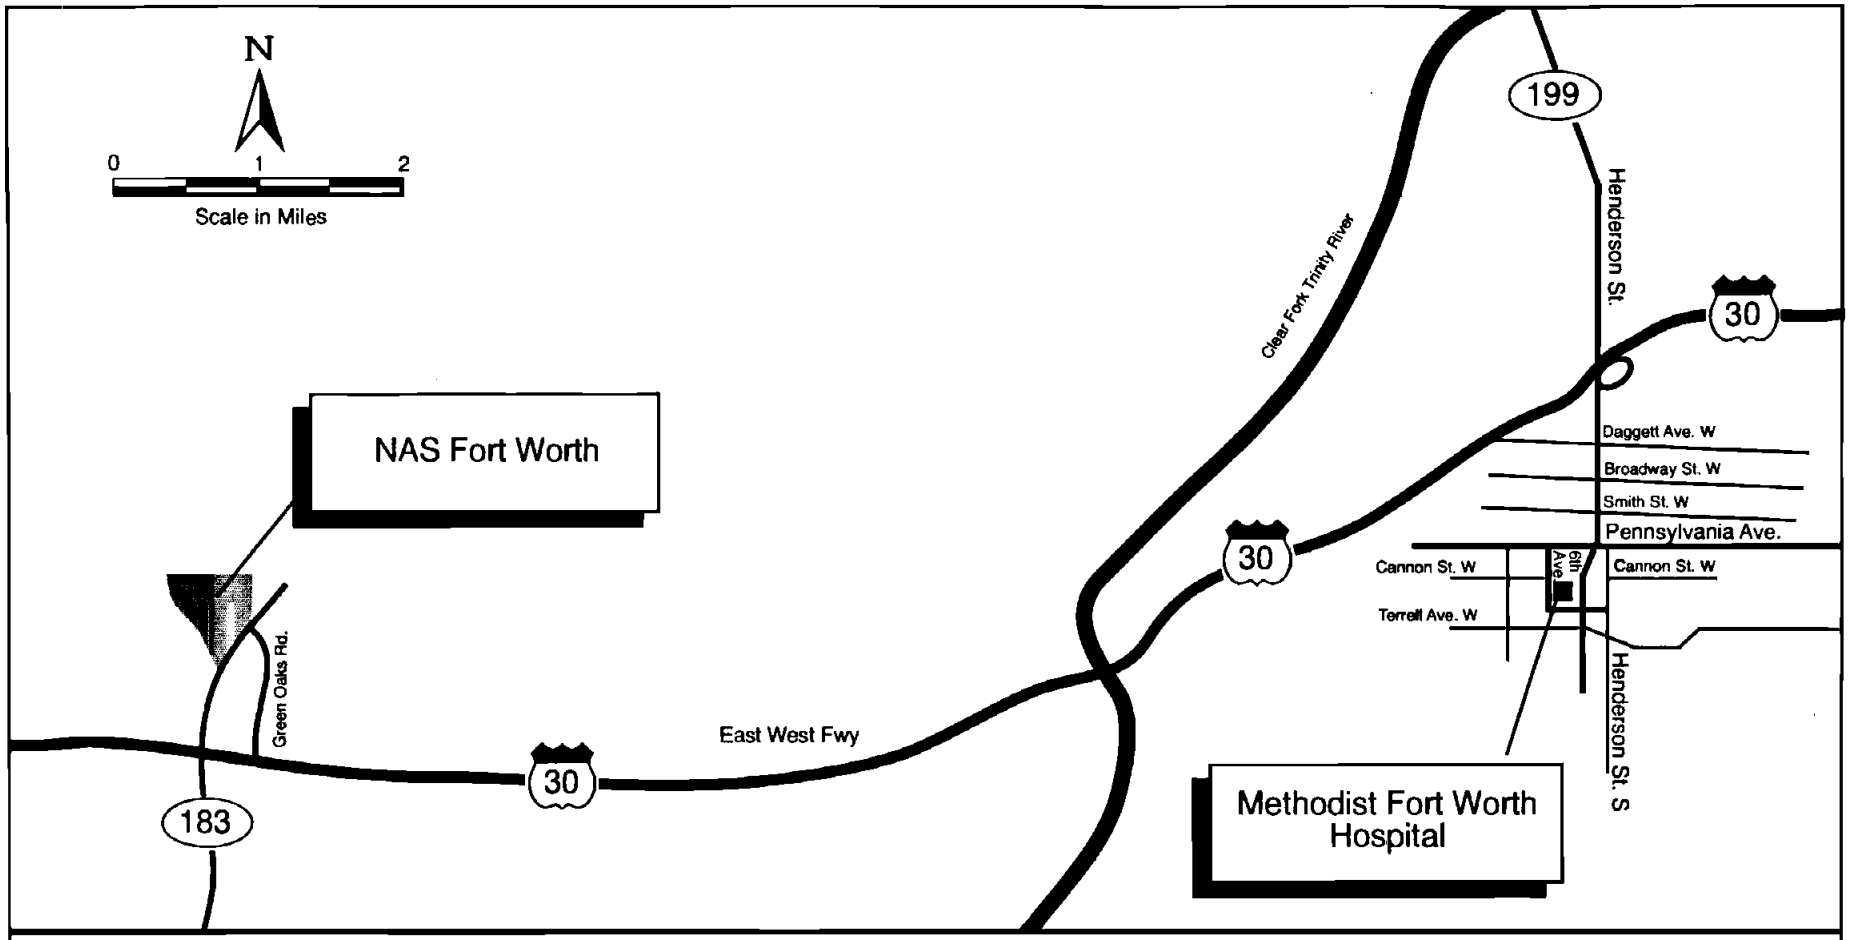

FIGURE 7-2
- Hospital: (817) 882-2000
- Emergency Room: (817) 882-2000
- Route to Hospital: Refer to Figure 7-2.